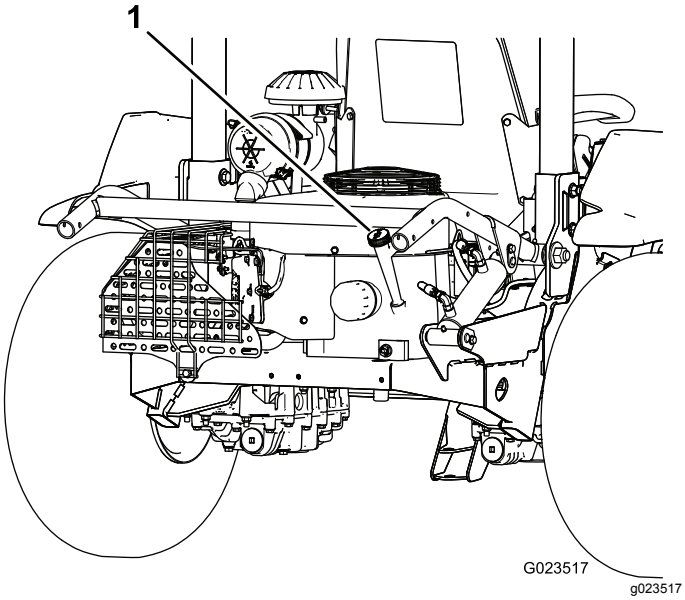
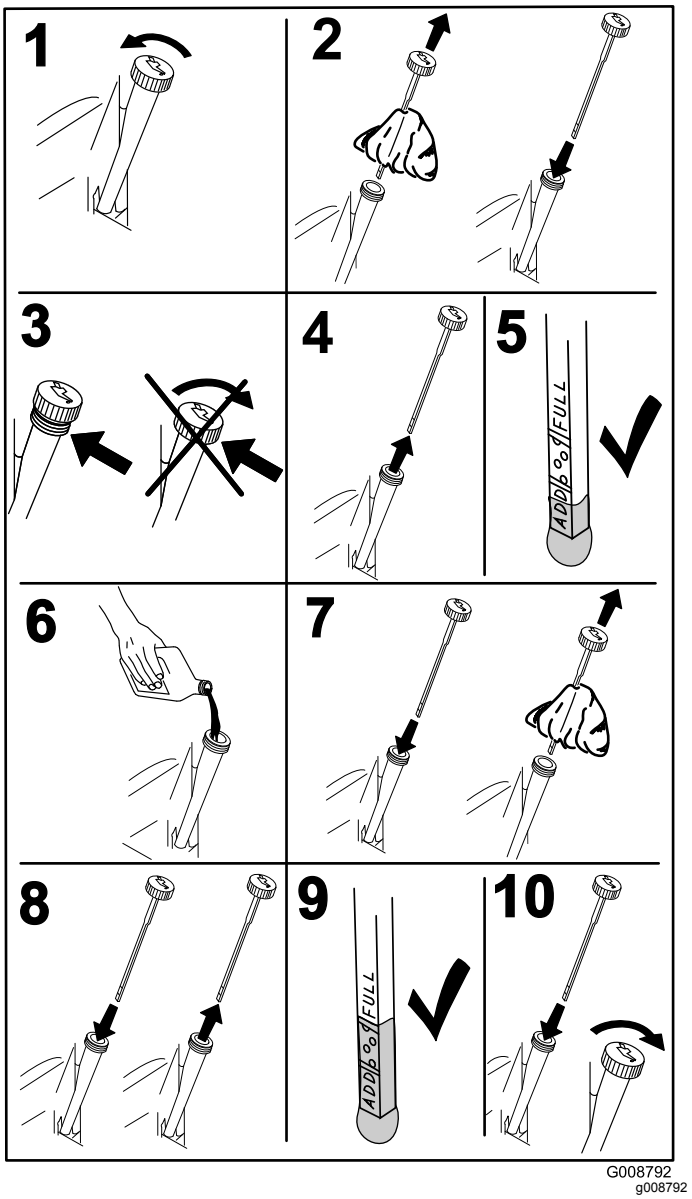

**Рисунок 14**
**Рисунок 15**
2. Извлеките масломерный щуп (Рисунок 14) и протрите его чистой тканью (Рисунок 15).